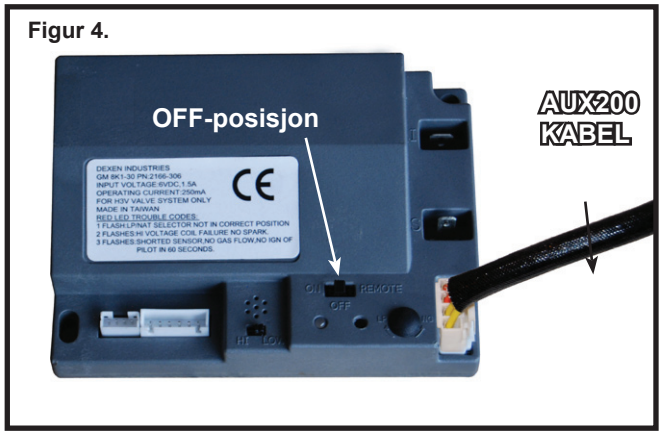

Figur 4.
- Sett bryteren på modulboksen til “OFF”. Se figur 4.
- Plugg inn AUX200 kabelen til modulen. Se figur 4.